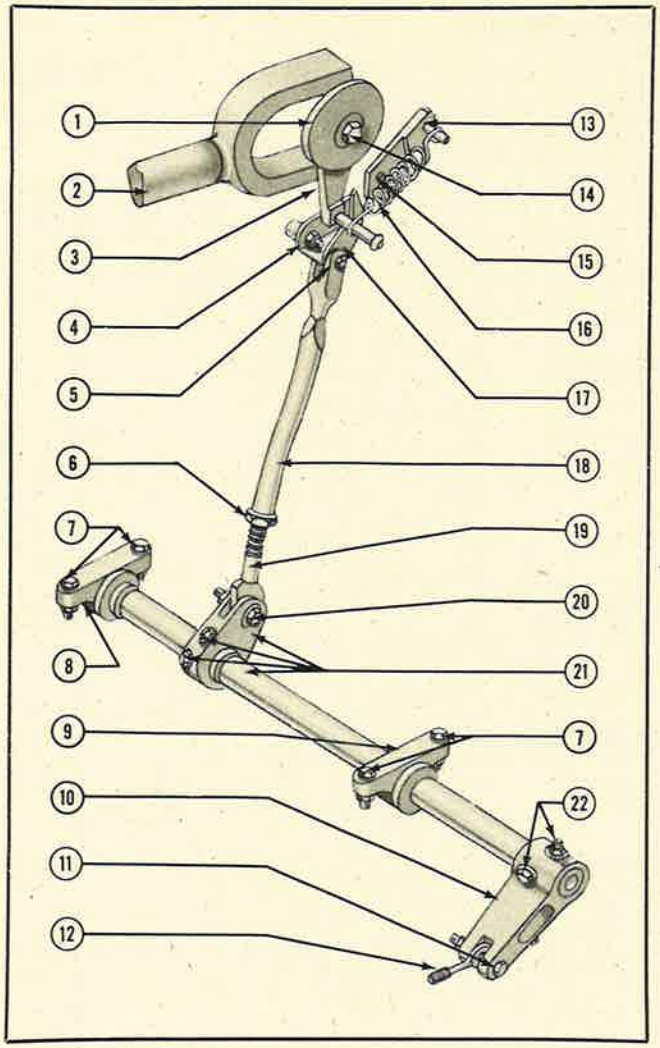

Figure 141—Mechanical Safety Latch—Torque Tube and Control Valve Mechanism
f. Place control handle in the "SPRING LOCK" position. Adjust fore and aft turnbuckles on positive lock cable so that arm (figure 141) on torque tube is perpendicular to the floor of the compartment.
KEY TO FIGURE 141 (Continued)